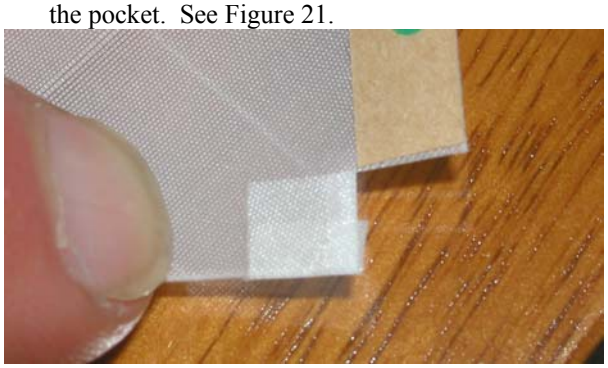

Figure 21: The tab wrapped around to the front, closing off the wing tip pocket.
24. Set the small piece aside. Take the backing off the tab and wrap around to the front of the kite. This closes off the pocket. See Figure 21.